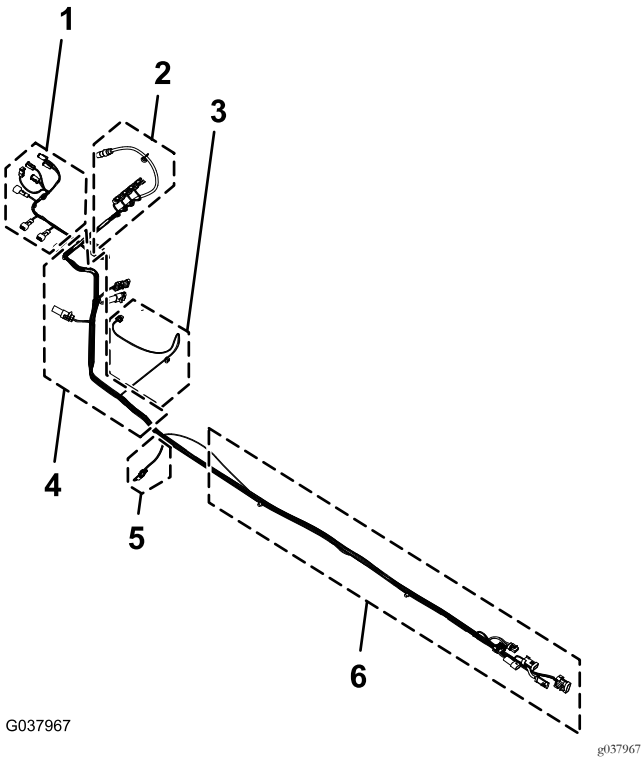

Figuur 101
1. Zoek de aftakking van 168 cm van de nieuwe elektrische kabelboom (Figuur 101).